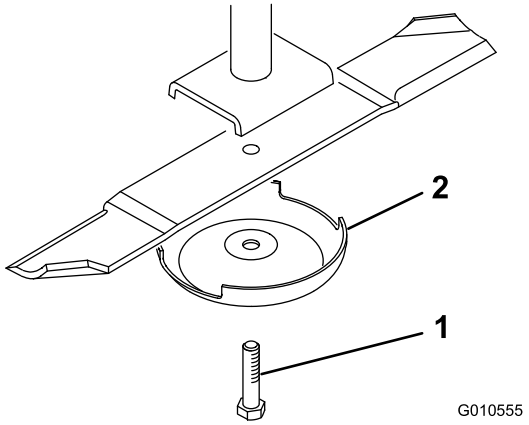

Figur 21
2. Hold enden av kniven med en fille eller en tykk hanske. Fjern knivbolten, antiskalperingsvernet og kniven fra spindelakselen (Figur 21).